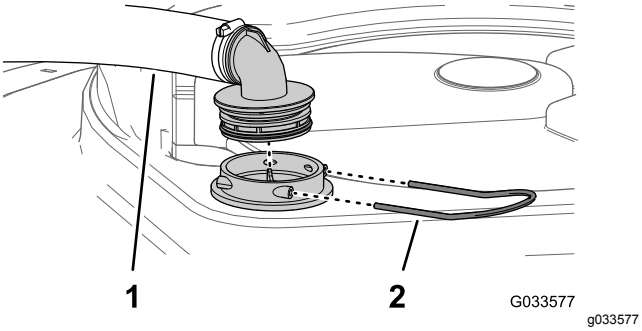

Figur 28
2. Fjern holderen som fester slangekoblingen som er festet til den store slangen fra filterhuset øverst på tanken (Figur 28).
3. Fjern slangen og slangekoblingen fra filterhuset (Figur 28).